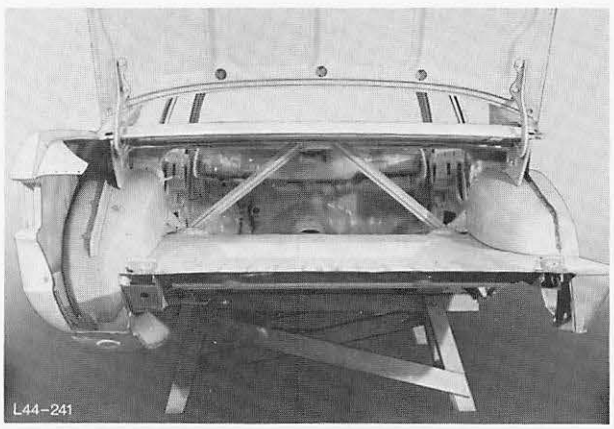

Abb. 256 Punktflansche putzen
4. Punktflansche putzen und richten, Abb. 256.